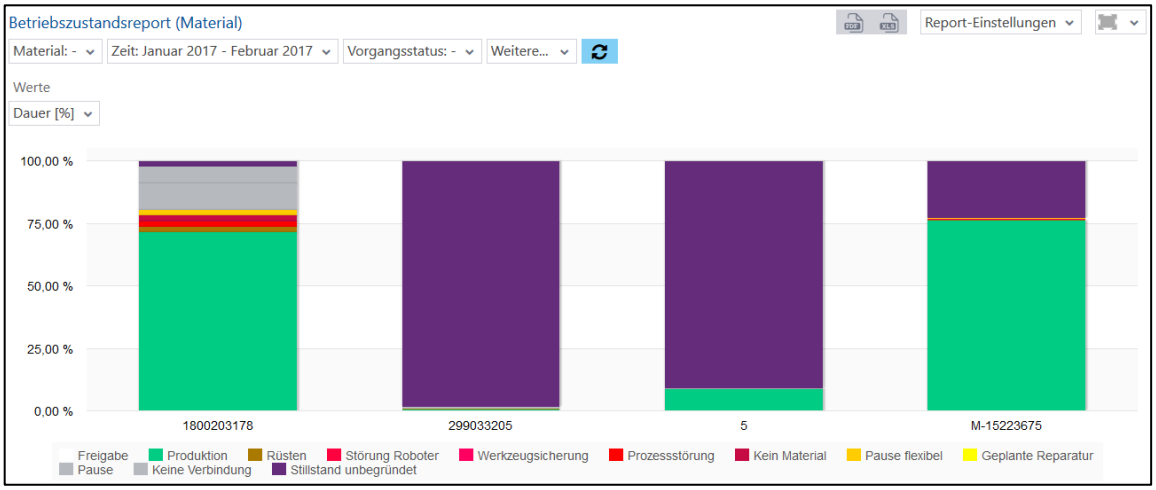

**Bild 71: Betriebszustandsreport (Material) als Säulendiagramm**
- Betriebszustandsreport (Material) als Säulendiagramm (Bild 71):